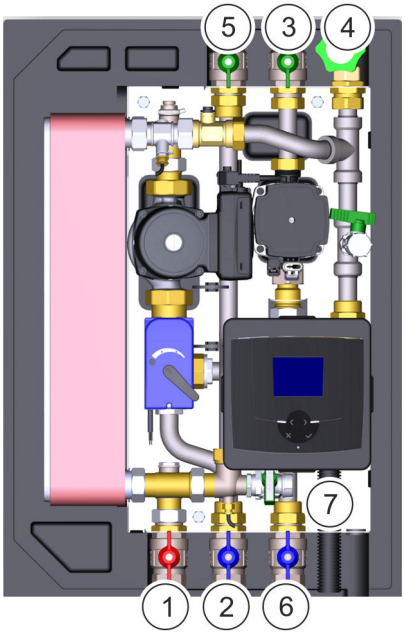

Rys. 22: Podłączenie zaworów
■ Stacja przygotowania świeżej ciepłej wody została przygotowana zgodnie z Rys. 22.
1. Podłączyć główny przewód doprowadzający wody pitnej do przyłącza głównego przewodu doprowadzającej wody pitnej (Rys. 22/4).
2. Przewód wody ciepłej podłączyć do przewodu rozdziału wody pitnej (ciepłej) (Rys. 22/5).
3. Dopływ głównego przewodu doprowadzającego ogrzewania podłączyć do pierwotnego przyłącza ogrzewania na dopływie (Rys. 22/1).
4. Powrót głównego przewodu doprowadzającego ogrzewania podłączyć do złącza bufora (opcjonalnego) po środku (Rys. 22/2).
5. O ile istnieje, podłączyć przewód cyrkulacyjny do przyłącza zintegrowanej cyrkulacji (Rys. 22/3).